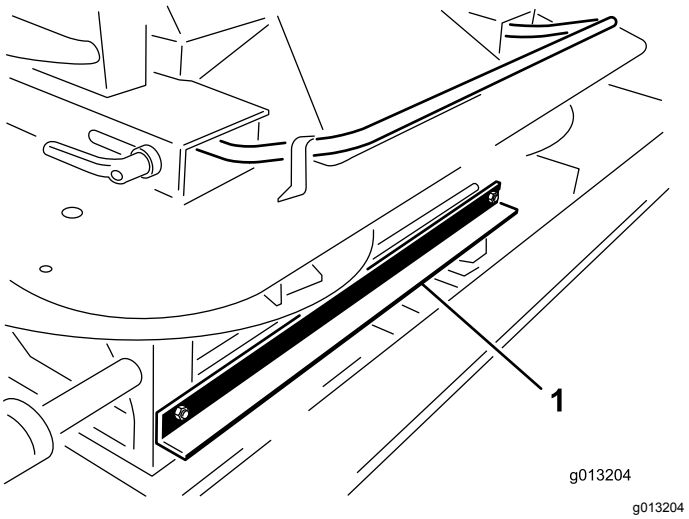

Figur 4
3. Lossa de två skruvarna och muttrarna som sitter längst fram på dubbelspridaren och fäster maskinlyftanordningens transportfäste på dubbelspridaren (Figur 4).